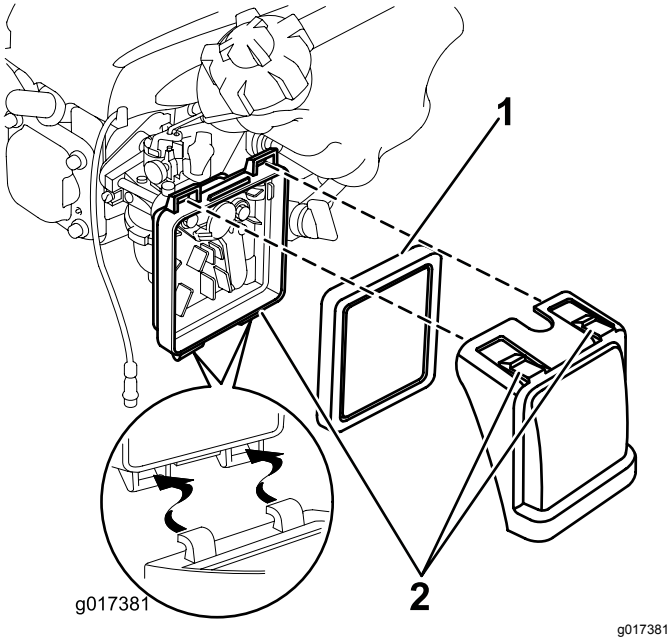

Figur 18
1. Trykk ned låsetappene oppå luftrenserdekselet (Figur 18).
2. Åpne dekselet (Figur 18).
3. Fjern filteret (Figur 18).
6. Sett filteret inn i luftrenseren (Figur 18).
7. Sett på dekslet igjen (Figur 18).